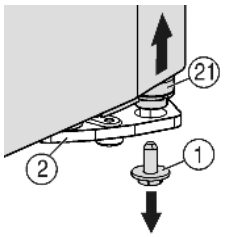
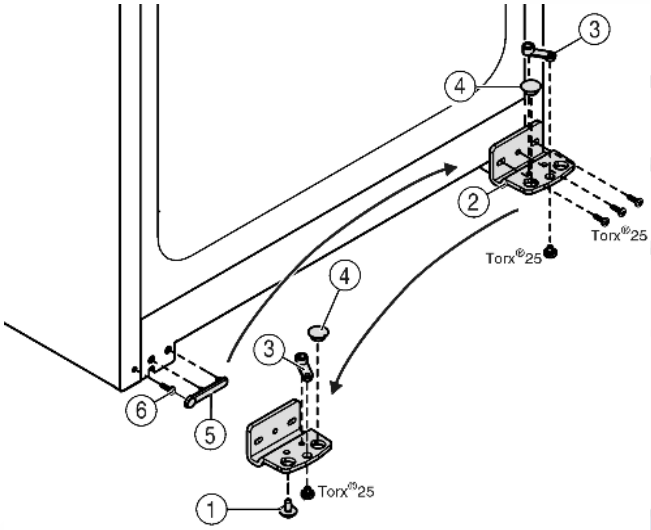

Fig. 4
Fig. 5
- ▶ Внизу справа на опорном кронштейне выкрутите фиксирующий винт *Fig. 4 (1)*.
- ▷ Опорный палец *Fig. 4 (21)* можно извлечь из опорного кронштейна *Fig. 5 (2)*.
- ▶ Сли установочный винт *Fig. 4 (21)* не откручивается, его можно вынуть, нажав на него снизу.
- ▶ Открутите опорный кронштейн *Fig. 5 (2)*.
- ▶ Открутите опорную деталь *Fig. 5 (3)* и, переставив в отверстие на противоположной стороне опорного кронштейна, снова прикрутите.
- ▶ Извлеките заглушку *Fig. 5 (4)* из опорного кронштейна и переставьте ее в отверстие на противоположной стороне опорного кронштейна.
- ▶ Осторожно снимите крышку со стороны ручки *Fig. 5 (5)*.
- ▶ Выкрутите болт *Fig. 5 (6)* и вкрутите на противоположной стороне.
- ▶ Снова установите крышку *Fig. 5 (5)*.
- ▶ Снова прикрутите опорный кронштейн *Fig. 5 (2)* на новой стороне шарнира **(с моментом 4 Нм)**. При необходимости используйте аккумуляторный шуруповерт.
▶ Вкрутите фиксирующий винт *Fig. 4 (1)* внизу в опорный палец и затяните **(с моментом 4 Нм)**.